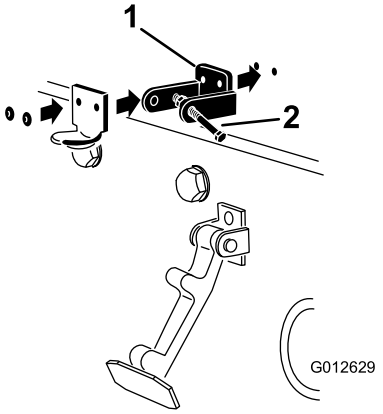

Figur 13
3. Placera CE-låsfästet och motorhuvsspärrfästet på motorhuven när du passar in monteringshålen. Låsfästet måste ligga mot motorhuven (Figur 13). Ta inte bort skruv- och mutterenheten från låsfästets arm.
5. Nita fast fästena och brickorna på motorhuven (Figur 13).